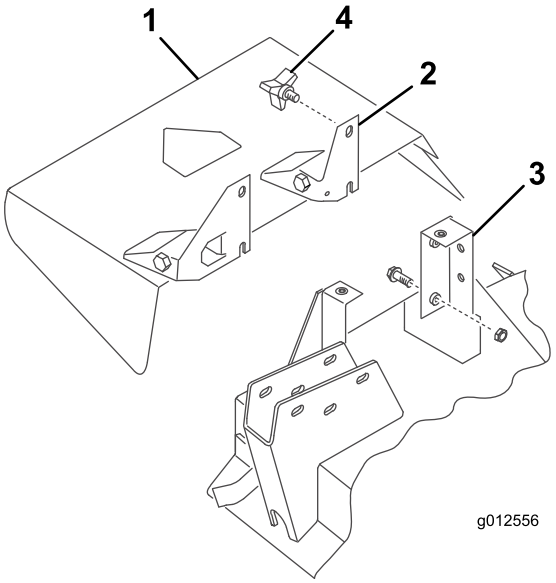

Figure 30
2. Engagez les fentes au bas du support de pivot du déflecteur sur les boulons situés sur le côté des supports du plateau (Figure 30).